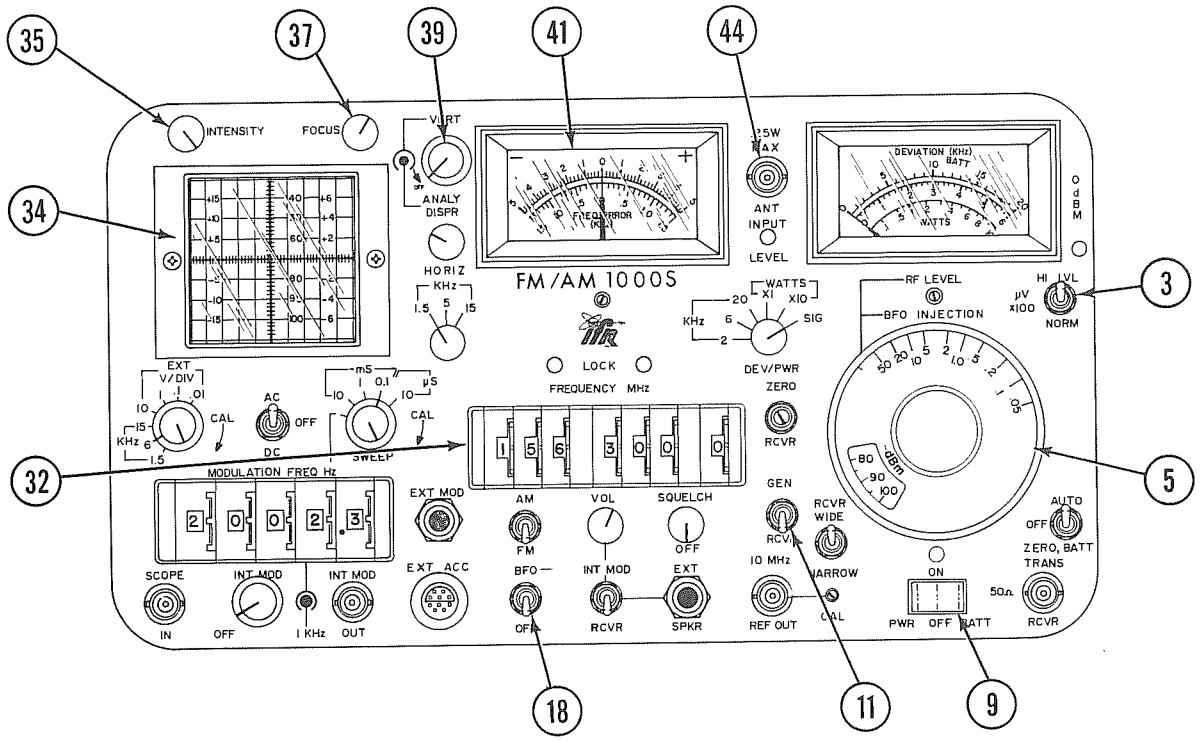

FIGURE 4-16 FM/AM-1000S CONTROLS APPLICABLE TO SPECTRUM ANALYZER OPERATION
1.	Set FM/AM-1000S controls for spectrum analyzer operation as shown in Figure 4-16, page 4-33.
2.	Connect external antenna to ANT INPUT Connector (44).
2.	Connect external antenna to ANT INPUT Connector (44) for "off-the-air" monitoring.